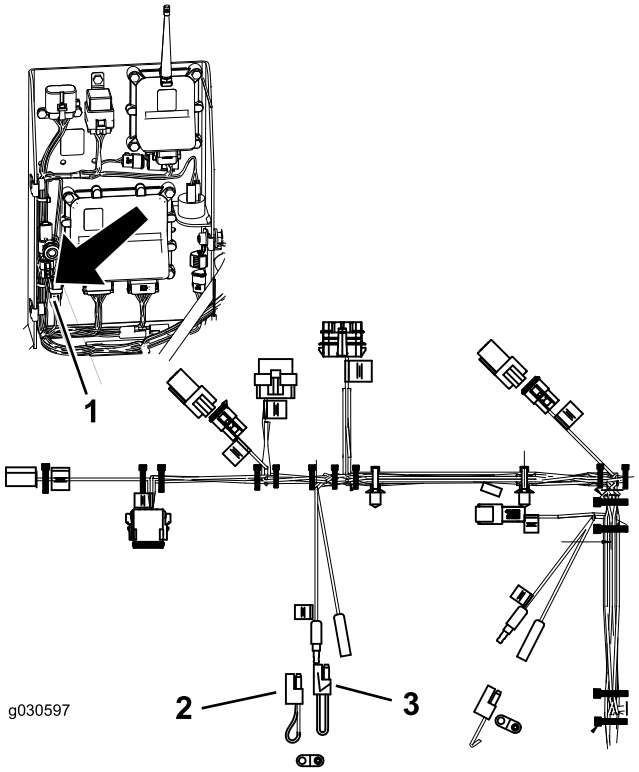

Figur 31
2. Koppla ur de 2 kabelanslutningarna från anslutningstråden som visas i Figur 31.